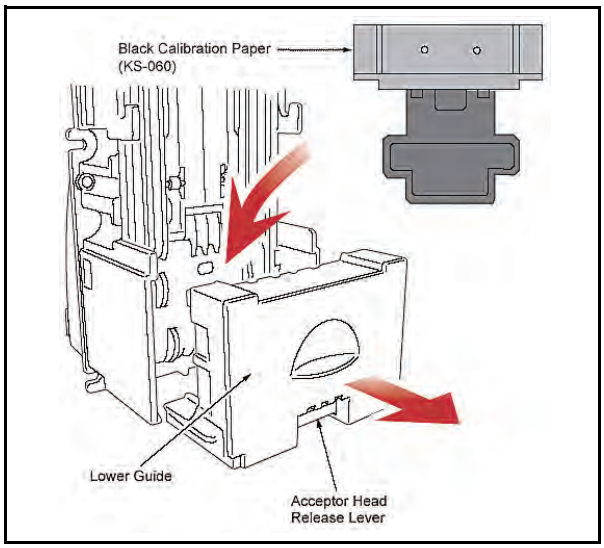

Figure 6-18 Reinserting Black Calibration Paper
16. Remove the White Reference from the Lower Guide and replace Black Reference Paper #1 into the guide (See Figure 6-18).